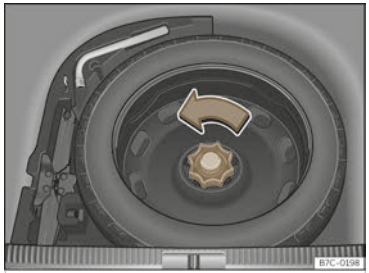

Fig. 243 In the luggage compartment: load floor raised.
- Turn the thumb wheel anticlockwise ››› Fig. 243.